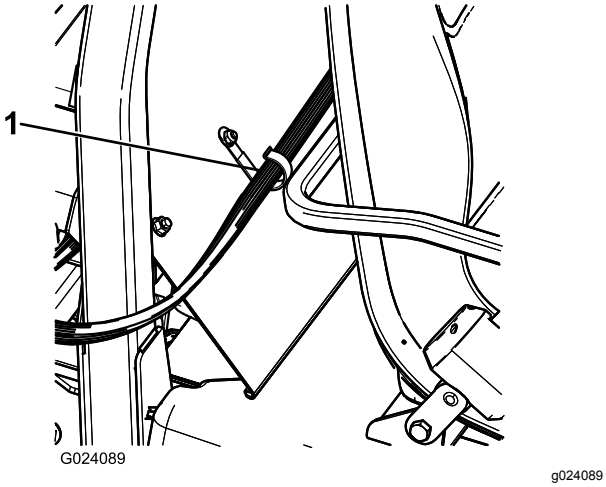

Figur 22
2. Monter en J-klemme bak passasjersetet ved hjelp av en bolt (¼ x ½ tomme) og en flensmutter (¼ tomme) (Figur 22).
3. Fest kontrollkonsolledningen til konsollen og veltebeskyttelsesdekselet med J-klemmer (Figur 22).